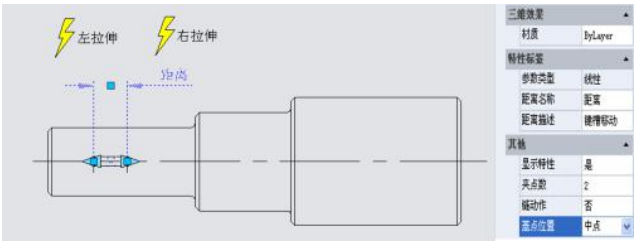

图 10-2-35
1、为参数添加两个拉伸动作，并分别将两个参数的夹点选为动作的关联参数点，如图 10-2-35。